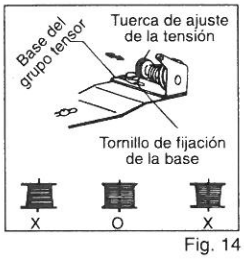

Fig. 14
c) Compruebe que el hilo se bobina uniformemente en la canilla. En caso contrario, mueva lateralmente la base del grupo tensor hasta conseguir un bobinado uniforme (Ver fig. 14). Si es necesario ajuste la tensión.